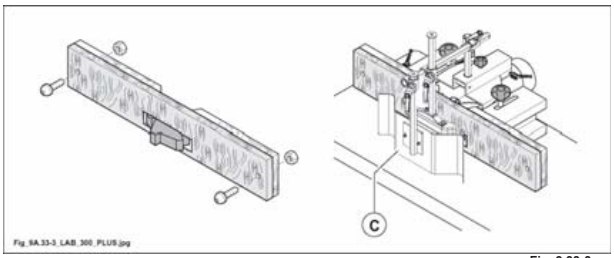

Fig. 9.33-3
Quando si eseguono lavori ripetitivi o di esecuzione particolare si consiglia di crearsi una controguida da fissare alla cuffia toupie, aprendola in corrispondenza dell'utensile. La controguida deve essere fissata ai due piani di appoggio mediante 2 viti testa bombata e 2 dadi M8 (fig. 9.33-3).
- **posizionare il pressatore orizzontale (C fig. 9.33-3) in modo da proteggere l'operatore da eventuali proiezioni di schegge o parti di utensile.**